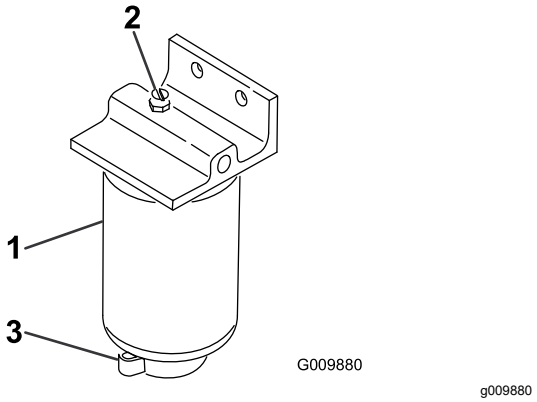

**Figur 55**
3. Lossa avtappningsventilen i botten på filterskålen (Figur 55).
2. Rengör området där filterskålen ska monteras (Figur 55).